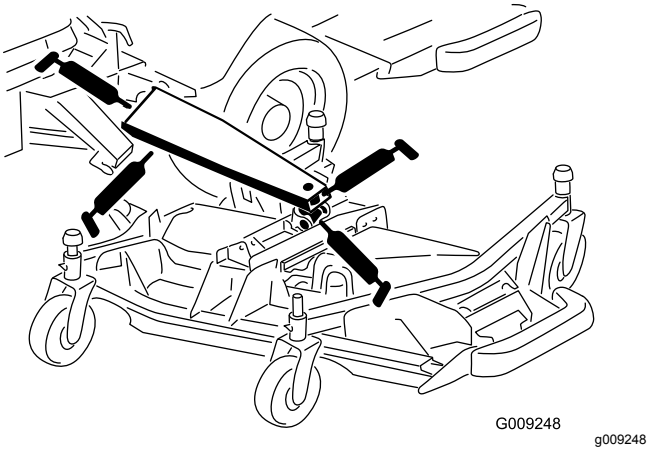

Figur 75
- 3 huvudlyftarmsbussningar (Figur 75)
- 1 lyftcylinderbussning (Figur 75)